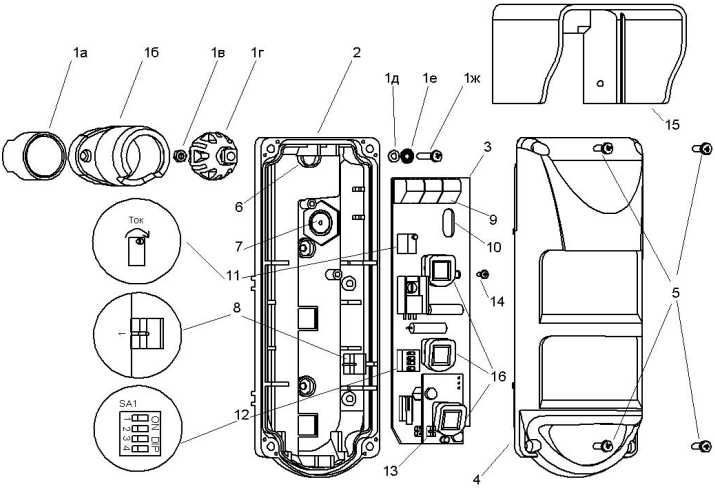

Рисунок 31 – Конструкция извещателя
2.5.4.3.1 На печатной плате (3) (рисунок 31) расположены элементы настройки извещателя: контакты ИНД и перемычка для включения или отключения индикации (13), блок переключателей (12) и потенциометр (11) для регулировки верхнего уровня тока потребления.